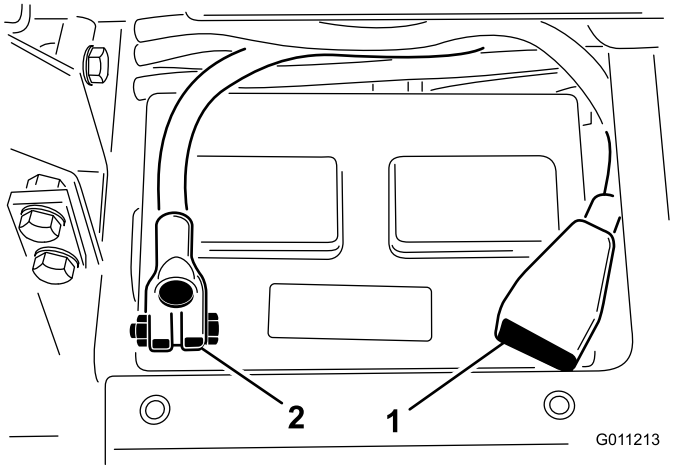

Figura 5
8. Conecte el cable positivo (rojo) al borne positivo (+) y el cable negativo (negro) al borne negativo (–) de la batería usando pernos y tuercas (Figura 5). Asegúrese de que el terminal positivo (+) está colocado a tope en el borne, y que el cable está colocado junto a la batería. El cable no debe entrar en contacto con la tapa de la batería.